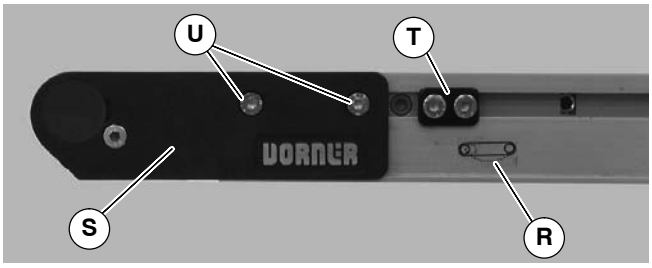

Figure 5
2. On tension end of the conveyor, identified with a label (R of Figure 5), push in head plate assembly (S): On both sides of conveyor, loosen and move cam tracking assemblies (T) (if equipped) away from head plates, then loosen fastening screws (U) and push head plate assembly inward.
7. If equipped with cam tracking assemblies (T of Figure 5), adjust belt tracking. Refer to “Conveyor Belt Tracking”, page 16.